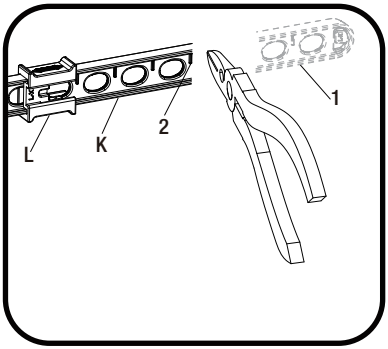

Fig 2
- ☐ Once you have identified the proper hole in the lift rod strap (K) that is necessary for your installation, you may cut off the bottom portion (1) of the lift rod strap (K) by snapping off with pliers or cut off with a saw at the cutting point (2), as shown in the Fig 2. Ensure the clip (L) does not slide off the lift rod strap (K).